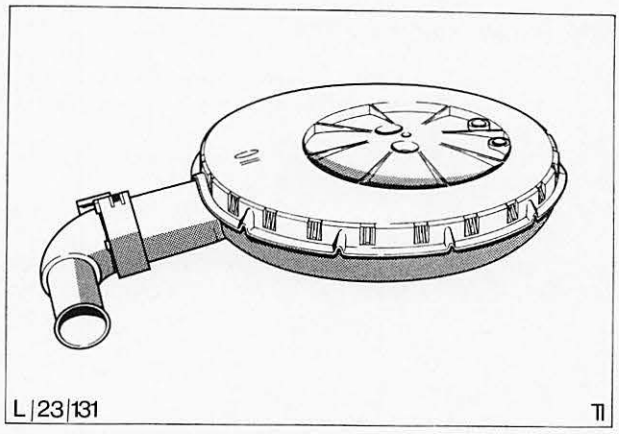

Abb. 8 Ansauggeräuschdämpfer beim OHC-Motor
a) Umstellbarer Ansauggeräuschdämpfer, Abb. 8.